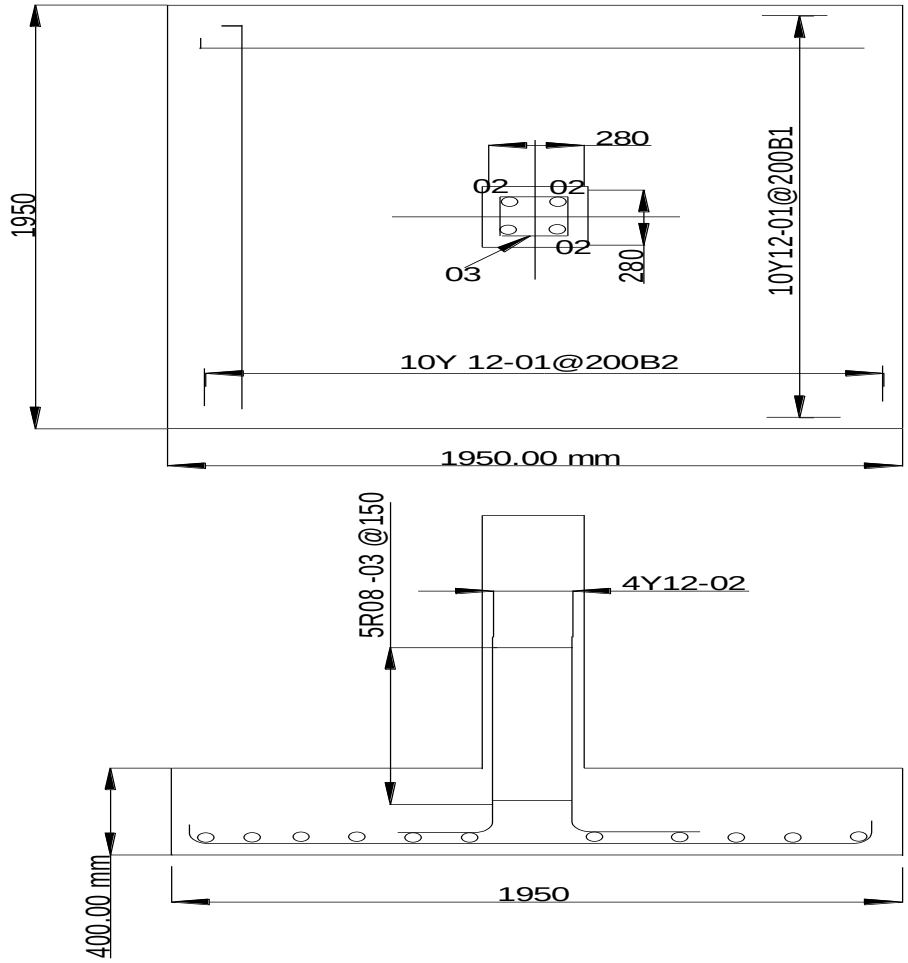

FIGURE 2
2.3 FIGURE 2 on ADDENDUM B (attached) shows a cross-section of a pad foundation concrete structure, which includes a slab and column. Note that the total number of pad foundations is four sets.
Study FIGURE 2 on ADDENDUM B (attached) and complete the bending schedule on ADDENDUM E (attached) with the given specifications. Write your EXAMINATION NUMBER in the spaces provided, detach the page from the QUESTION PAPER and hand it in with the ANSWER BOOK. (12)